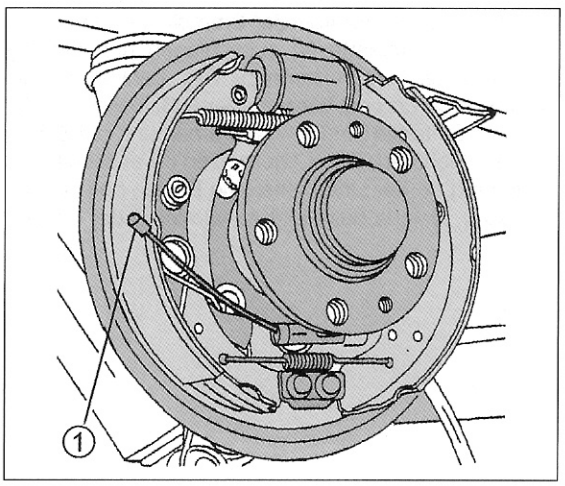

Bild 264
- Das Handbremsseil unter Bezug auf Bild 264 von der Hinterradbremse aushängen. Mit einem passenden Dorn die kleine Führungshülse des Handbremsseils von der Innenseite aus der Bremsträgerplatte ausschlagen und das Handbremsseil von der Rückseite herausziehen.